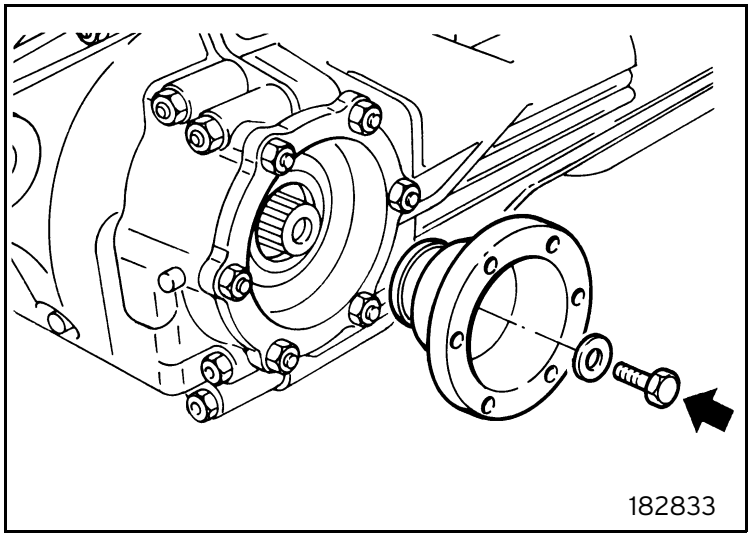

Fig. 33
- Fit an axle shaft flange and fasten the screws (do not torque) (figure 33).